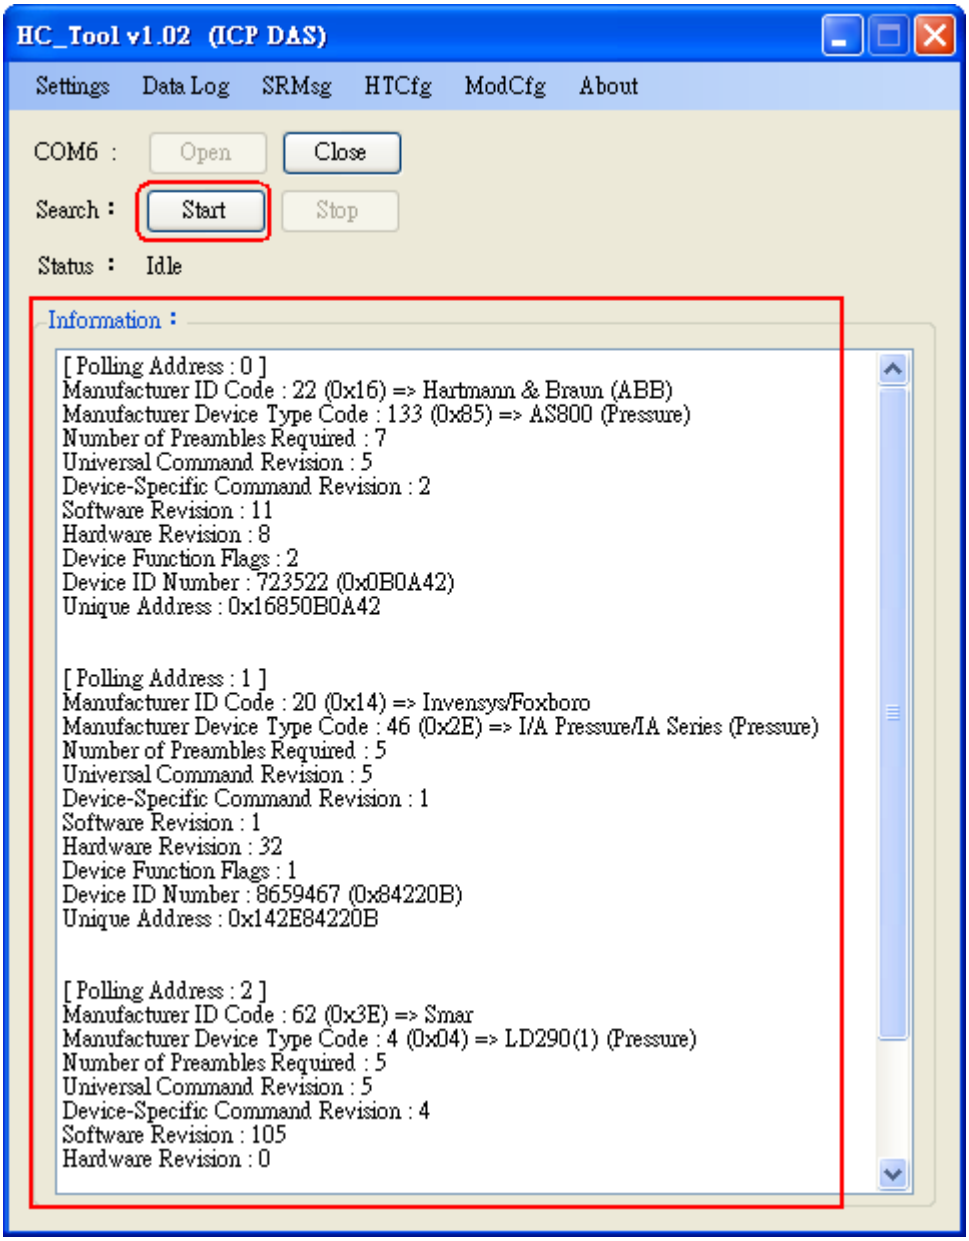

Figure 4-8**:** HART device Information
(2) Click “**Start**” button to search all HART devices and the result will be shown in the “Information” field like Figure 4-8.